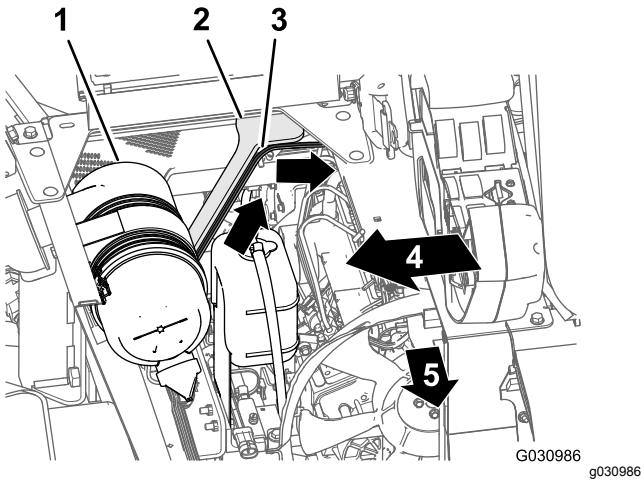

Figur 114
1. Før 108 cm (42½") afgreningen af ledningsnettet op og ind i den bageste del af motorrummet, langs den højre støtte til motorskjoldet – foran kanalen, der forbinder luftfilteret og motoren (Figur 114).